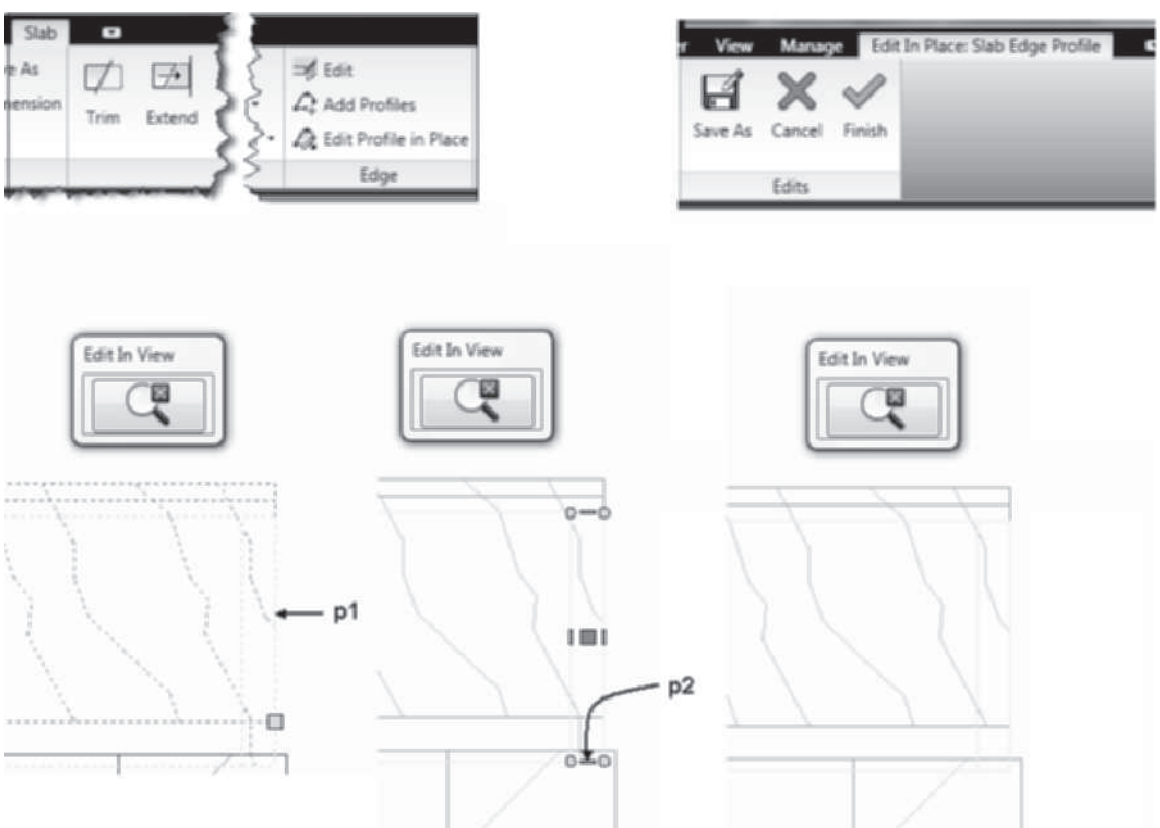

FIGURE 8.28 *AEC Profile modified in place*
11. In this step you will edit the size of the rim joist. Select the slab as shown in the section at **p1** as shown in Figure 8.28 and choose **Edit Profile In Place** from the Edge panel of the Slab contextual tab. Select the Rim Joist at **p1** to display the grips as shown at the left. In this step the AEC Profile for the rim joist will be modified. Verify that Polar Tracking is On in the Application status bar, select the Edge grip shown at **p2** in Figure 8.28, move the cursor up to display the tracking vector, and type **2 [65] ENTER** in the workspace. Choose **Finish** in the Edits panel of the Edit In Place: Slab Edge Profile tab. The sill plate detail component can be added into the gap between the slab and foundation when the section is developed.